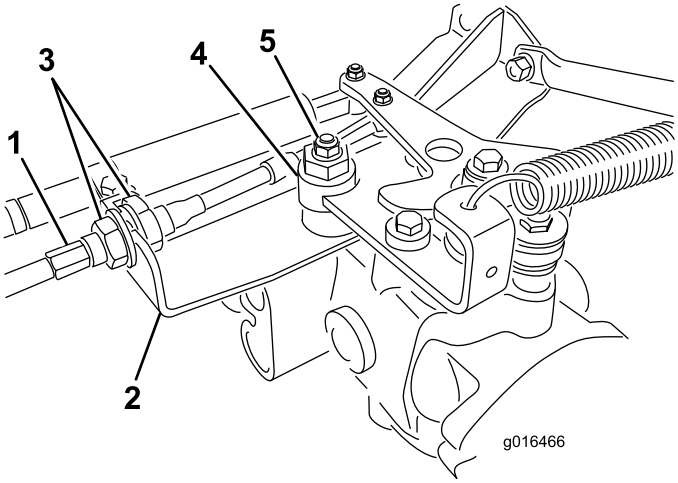

**Figur 43**
A. Løsne begge låsemutterne som fester trekkontrollkabelen til hydrostatens skillevegg (Figur 43). Pass på at låsemutterne er like løse, og at de er løse nok til at du kan foreta en justering.
B. Løsne mutteren som fester eksenteren til toppen av hydrostaten (Figur 43).
D. Stram eksenteren til den ikke beveger seg i noen retning. Når hjulet ikke lenger roterer, må du stramme mutteren som låser eksenteren og justeringen (Figur 43). Kontroller justeringen med gassen i sakte- og hurtigstillingene.
E. Stram låsemutrene på hver side av skilleveggen **like mye**, slik at du fester trekkabelen til skilleveggen (Figur 43). Ikke vri kabelen.